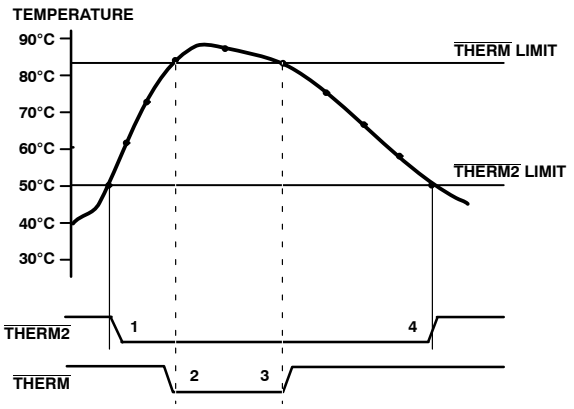

Figure 20. Operation of the THERM and THERM2 Interrupts
Figure 20 shows how $\overline{\text{THERM}}$ and $\overline{\text{THERM2}}$ operate together to implement two methods of cooling the system. In this example, the $\overline{\text{THERM2}}$ limits are set lower than the $\overline{\text{THERM}}$ limits. The $\overline{\text{THERM2}}$ output is used to turn on a fan. If the temperature continues to rise and exceeds the $\overline{\text{THERM}}$ limits, the $\overline{\text{THERM}}$ output provides additional cooling by throttling the CPU.
- The THERM output deasserts (goes high) when the temperature falls to THERM limit minus hysteresis. In Figure 20, there is no hysteresis value shown.